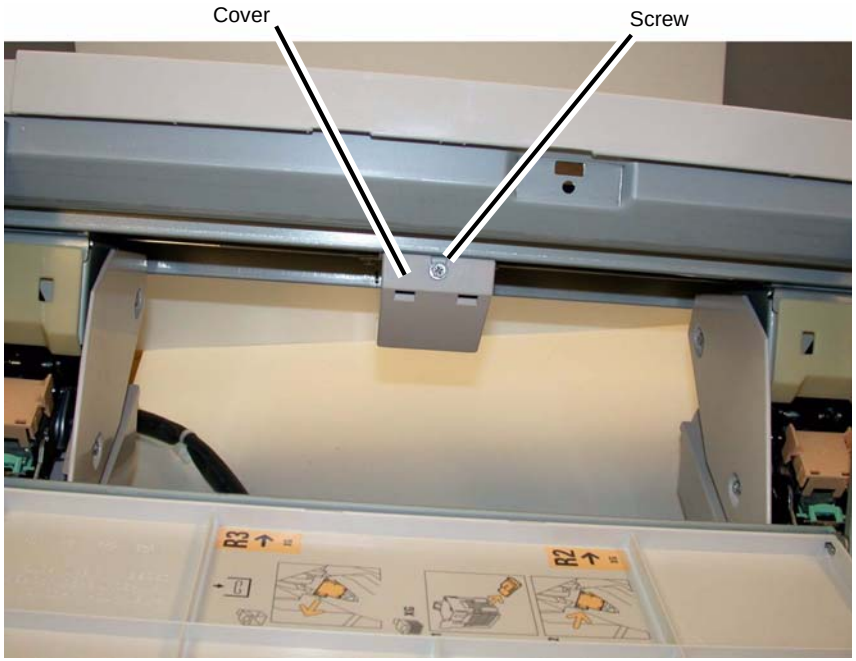

Figure 1 Removing the Cover
4. Remove the Cover for the Booklet Stapler Move Motor (Figure 1).
a. Remove the Screw (1).